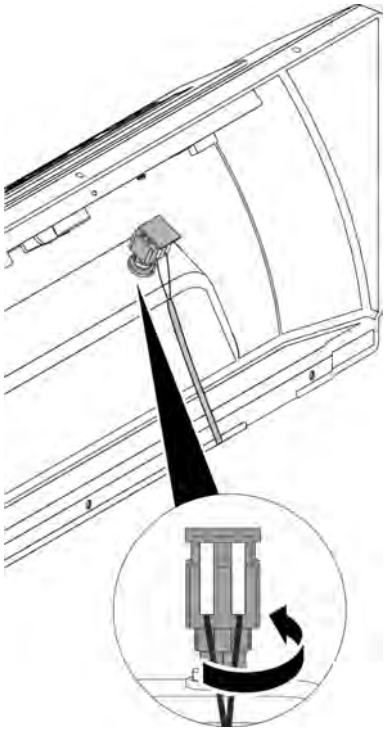

Fig. 19: Key switch
9. Turn the contact sensor of the key switch counter-clockwise by 45° and remove (*Fig. 19*).